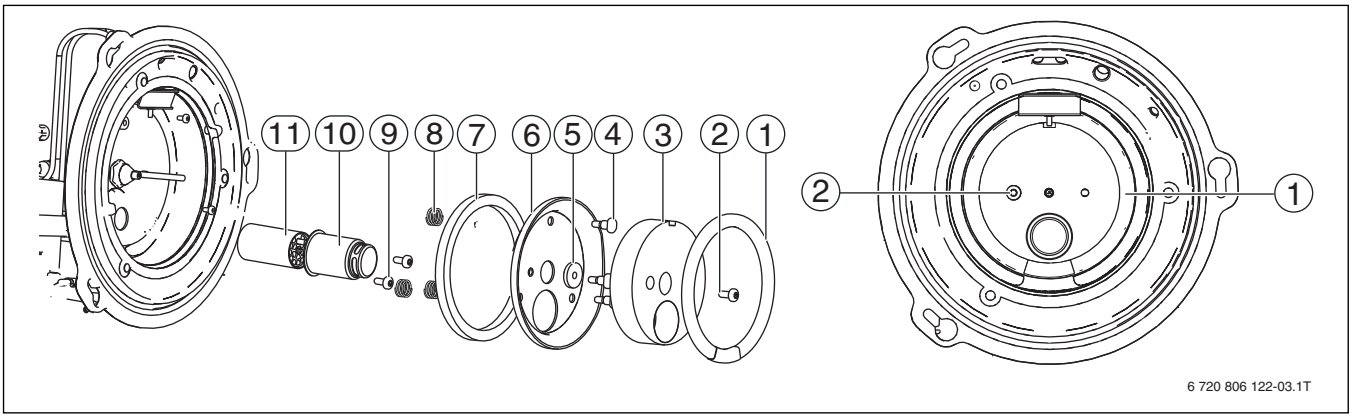

Bild 76 Übersicht Heizelement tauschen
- Wärmetauscherdichtring (→ Bild 76, [1], Seite 46) abnehmen.
- Schraube (→ Bild 76, [2], Seite 46) lösen.
- Wärmetauscherisolierung (→ Bild 76, [3], Seite 46) entnehmen.
- Bolzen (→ Bild 76, [4], Seite 46) demontieren.
- Deckel des Wärmetauschers (→ Bild 76, [6], Seite 46) mit Dichtungen (→ Bild 76, [5 und 7], Seite 46) und Druckfedern (→ Bild 76, [8], Seite 46) abnehmen.
- Schrauben (→ Bild 76, [9], Seite 46) am Heizelement demontieren.
- Rohr des Heizelements (→ Bild 76, [10], Seite 46) abnehmen.
- Heizelement (→ Bild 76, [11], Seite 46) herausnehmen.
- Heizelement (→ Bild 76, [11], Seite 46) im Brennergehäuse einsetzen.
- Rohr des Heizelementes (→ Bild 76, [10], Seite 46) montieren.
- Bei Bedarf vorher reinigen und mit zwei Schrauben (→ Bild 76, [9], Seite 46) sichern.
- Dichtung (→ Bild 76, [7], Seite 46) und den Deckel des Wärmetauschers (→ Bild 76, [6], Seite 46) mit Druckfedern (→ Bild 76, [8], Seite 46) einsetzen.
- Deckel des Wärmetauschers mit den Bolzen (→ Bild 76, [4], Seite 46) verschrauben.
- Innere Dichtung für Mischraum-Temperaturfühler (→Bild 76, [5], Seite 46) über den Mischraum-Temperaturfühler schieben oder in die Aussparung der Wärmetauscherisolierung einlegen.
- Wärmetauscherisolierung (→ Bild 76, [3], Seite 46) einsetzen.
- Wärmetauscherisolierung mit der Schraube (→ Bild 76, [2], Seite 46) sichern.
- Wärmetauscherdichtring (→ Bild 76, [1], Seite 46) einlegen.